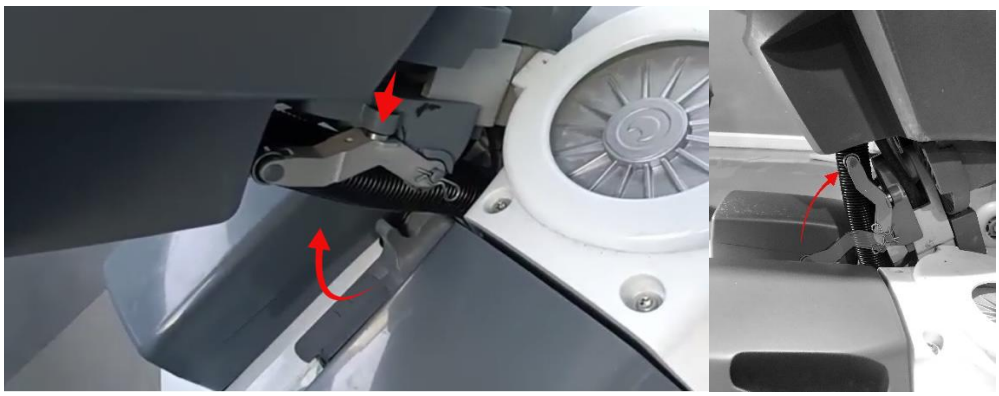

Abbildung 20A: Zurückbringen in die richtige Position vor dem Abstellen des Geräts.
* Legen Sie den Arm immer in die Ablageposition zurück, bevor Sie das Gerät abstellen. (Abbildung 20A).